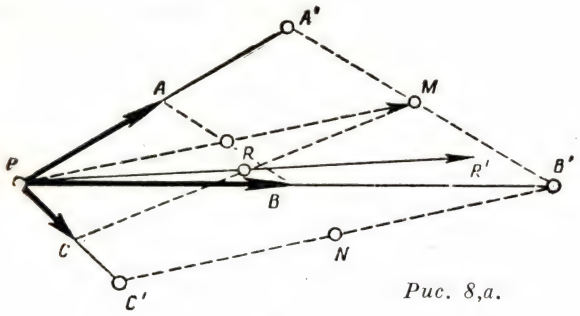

Рис. 8,а.
Обратимся теперь к доказательству формулы (3). Возьмем три вектора $\overrightarrow{PA}$, $\overrightarrow{PB}$, $\overrightarrow{PC}$ (рис. 8*а*), построим точки A', B', C', симметричные точке P относительно точек A, B, C соответственно, и обозначим буквами M и N середины сторон $A'B'$ и $B'C'$ четырехугольника $PA'B'C'$.
Рис. 8 б.
Аналогично имеем (рис. 8, *б*): $\overrightarrow{PB}+\overrightarrow{PC}=\overrightarrow{PN}$, откуда